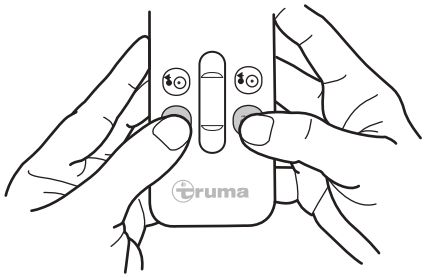

Fig. 14
► Per avvicinare le unità di trasmissione, premere e tenere premuti contemporaneamente entrambi i tasti di AVVICINAMENTO (Fig. 14). Dopo un ritardo di sicurezza di 3 secondi, viene emesso un segnale acustico e i rulli di trasmissione iniziano ad avvicinarsi.